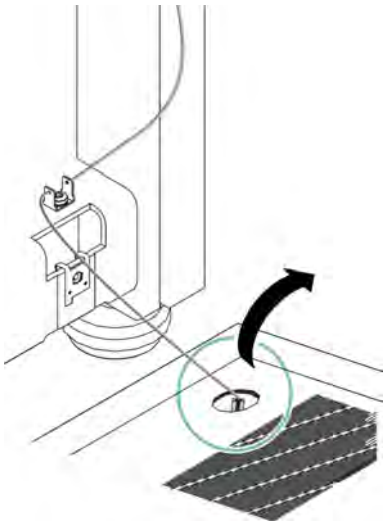

Fig. 12: Disconnect the protective conductor.
5. Disconnect the protective conductor (*Fig. 12*).